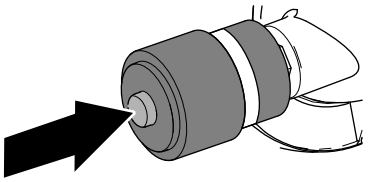

Figur 80
1. Hvis et rødt bånd vises i serviceindikatoren, skal du trykke på nulstillingsknappen for enden af indikatoren (Figur 80).